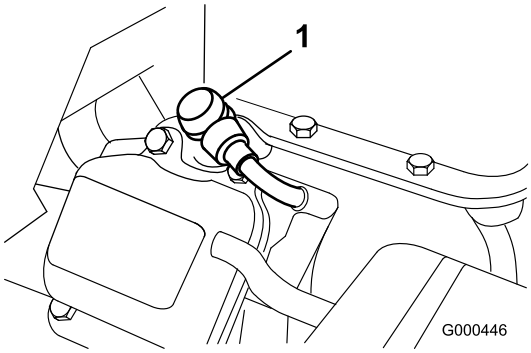

Figur 23
1. Dra av den gjutna kabeln från tändstiftet (Figur 23).